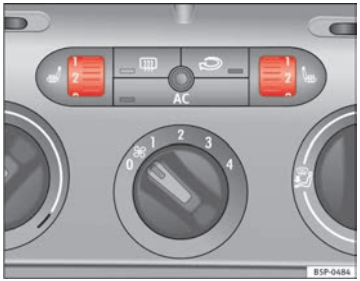

Fig. 92 Thumb wheel for the front seat heating
– Turn the appropriate thumb wheel ⇒ fig. 92 to switch on the seat heating. The seat heating is switched off in the **0** position.